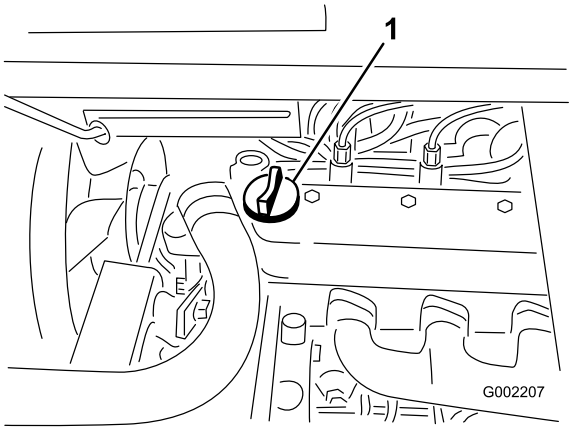

Figur 40
3. Hvis oliestanden er lav, skal påfyldningsdækslet tages af ventildækslet (Figur 40), og olie hældes i åbningen, indtil oliestanden når Full-mærket på målepinden. Se afsnittet om serviceeftersyn af motorolien for at få oplysninger om olietype og viskositet. Hæld langsomt olie på, og kontroller niveauet ofte under denne proces. Fyld ikke for meget på.